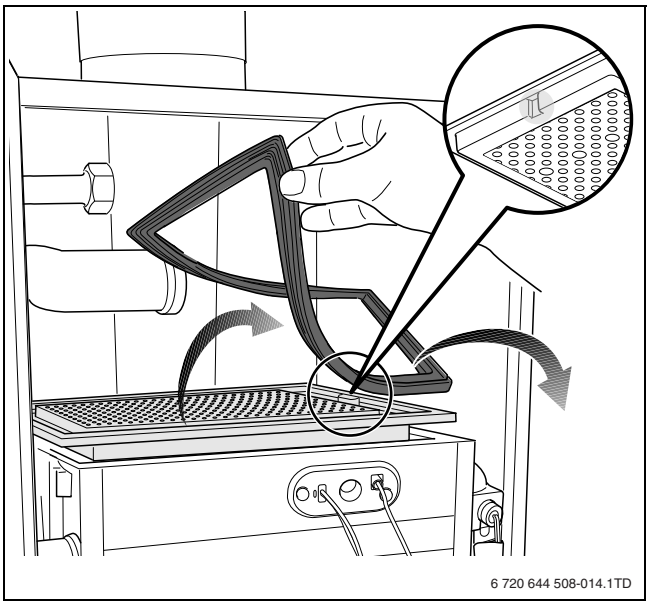

Fig. 19
- ▶ 将所有零部件以相反顺序重新安装。重新安装燃烧器时注意缺口应位于右侧 （→ 图 19，放大视图，第 45 页）。